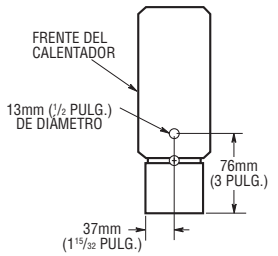

Figura 9. Patrón de perforación de la tapa del extremo
5. Los cables de alimentación de los calentadores pueden tenderse de una unidad a otra si se abre un orificio de 13 mm (1/2 pulg.) en las tapas de los extremos entre calentadores. Vea la Figura 9. Para evitar daños al cableado interno del calentador, las tapas de los extremos deberán sacarse del calentador antes de perforarlas.